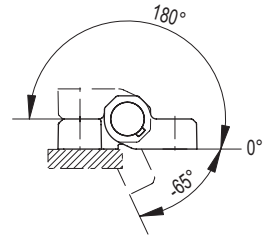

Fig. 2
- The CFM-PC hinge can be combined with one or more complementary hinges CFM-PCN (see Fig. 2) or handles with electrical switch EBR-SWM, EBR-SWB and M.2000-SWM. In case of horizontal door opening or of a limited weight it is possible to use one hinge only.